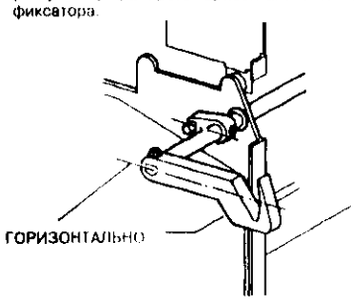

Рисунок 1. Положение рычага фиксатора
2. (Рисунок 1) Проверьте горизонтальность рычага фиксатора.